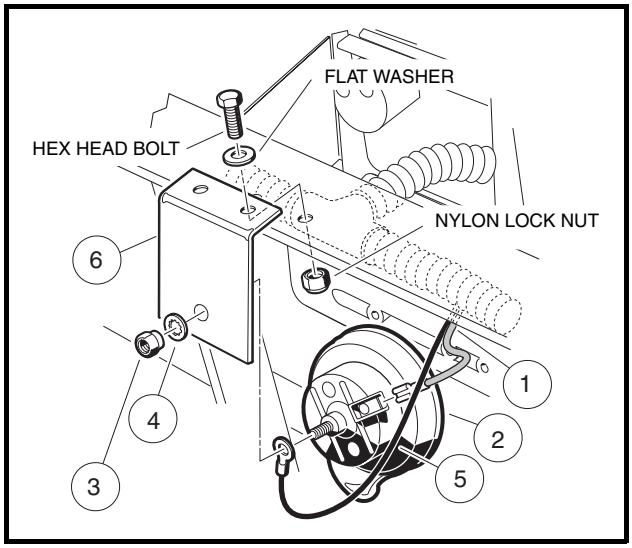

Figure 12-42 Horn Assembly
3. Disconnect the orange wire (1) from the horn (2) **(Figure 12-42, Page 12-37)**. Do not allow wire to touch the frame.
4. Remove the hex nut (3), lock washer (4) and the black wire (5) from the mounting stud on the front of the horn.
2. Install the horn stud through the mounting bracket (6). Install the lock washer and nut onto the mounting stud to tighten the horn to 8 ft-lb. (10.8 N·m) **(Figure 12-42, Page 12-37)**.